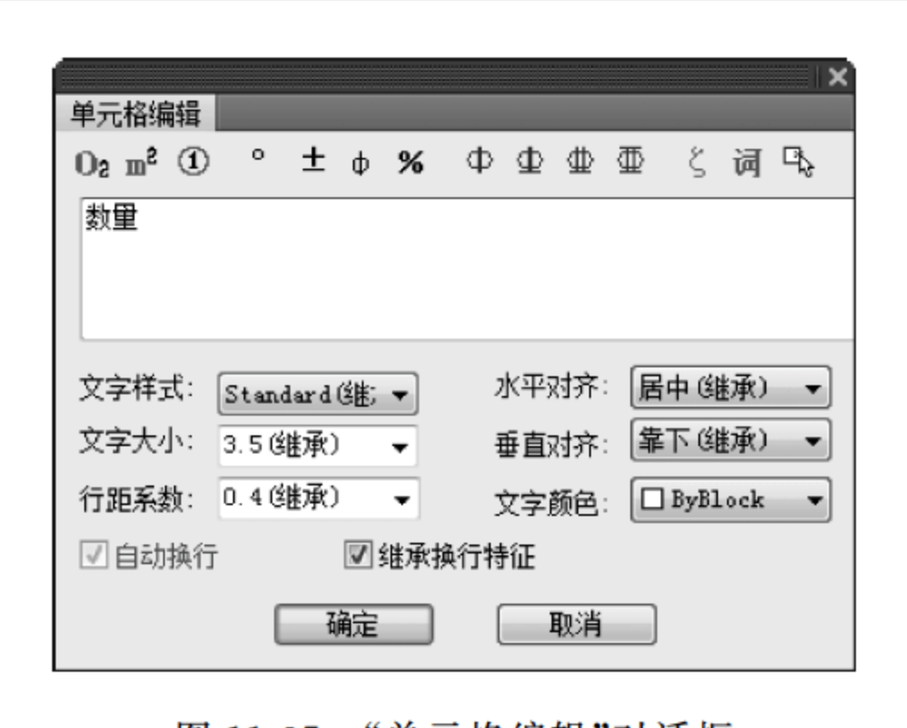

图 11-37 “单元格编辑”对话框
(1) 单击菜单中的“文字表格”→“单元编辑”→“单元格编辑”命令，打开“单元格编辑”对话框，如图 11-37 所示，将“页数”更改为“数量”，命令行提示如下。